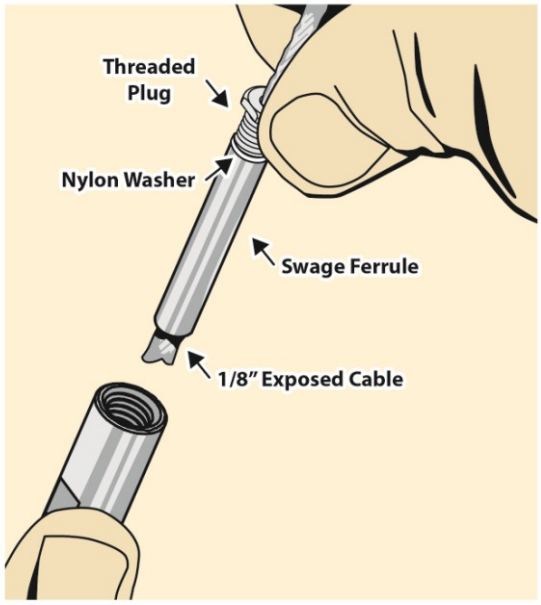

Fig 9
– Grasp cable end and push the following sequence of components onto the cable (Fig. 9).
– Refer to Fig 9.
– Screw on the FineLine® Threaded Plug (Fig. 9).